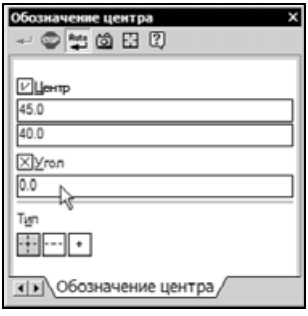

Рис. 3.50
- Для придания значку правильной ориентации введите в поле **Угол** на панели свойств значение 0 (рис. 3.50). Завершите работу команды .